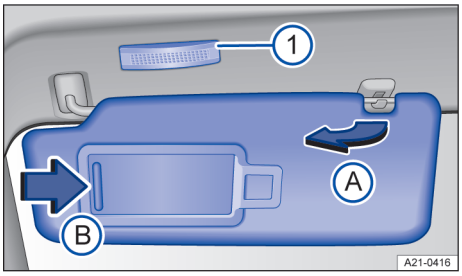

Fig. 92 Dans le ciel de pavillon, à l'avant : pare-soleil
2. Retrait du pare-soleil de son support et pivotement vers la porte → fig. 92 Ⓐ
1. Ouvrez le cache dans le sens de la flèche → fig. 92 Ⓑ.
L'éclaireur → fig. 92 ① s'éteint lorsque vous fermez le volet d'occultation du miroir de courtoisie ou lorsque vous rabattez le pare-soleil vers le haut.